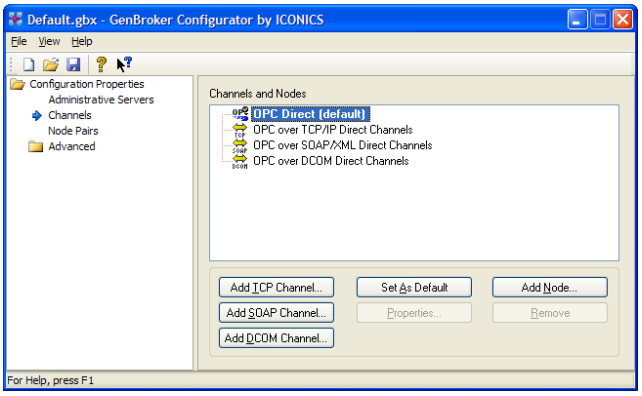

Figure L8.9: New GenBroker WebHMI Client Configuration (.gbx) File
2. Click **Edit** to create a new configuration file, shown in **Figure L8.9.**